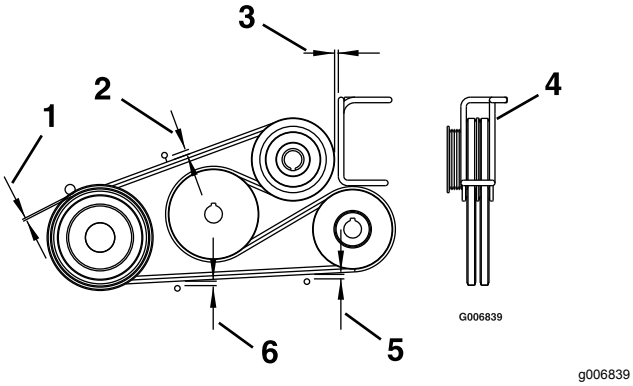

Figur 62
4. Justera remstyrningarna enligt Figur 62.